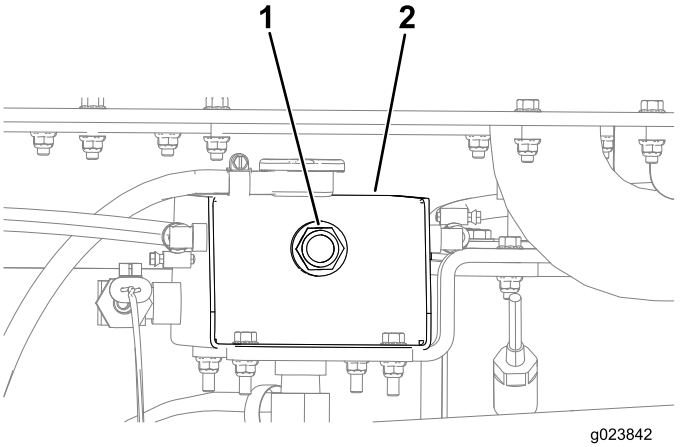

Rysunek 107
4. Sprawdzić poziom chłodziwa na wzierniku znajdującym się na jednym z końców zbiornika chłodnicy (Rysunek 107).